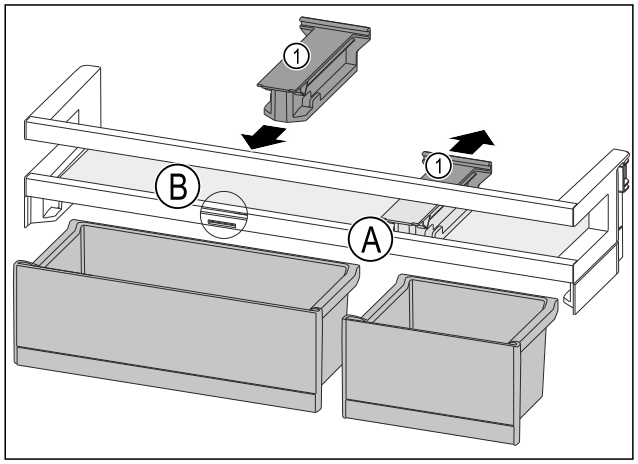

Fig. 97
- ▶ Húzza hátra a tartóelemet *Fig. 97 (1)* pozícióba *Fig. 97 (A)*.
- ▶ Helyezze be a tartóelemet *Fig. 97 (1)* pozícióba *Fig. 97 (B)*.